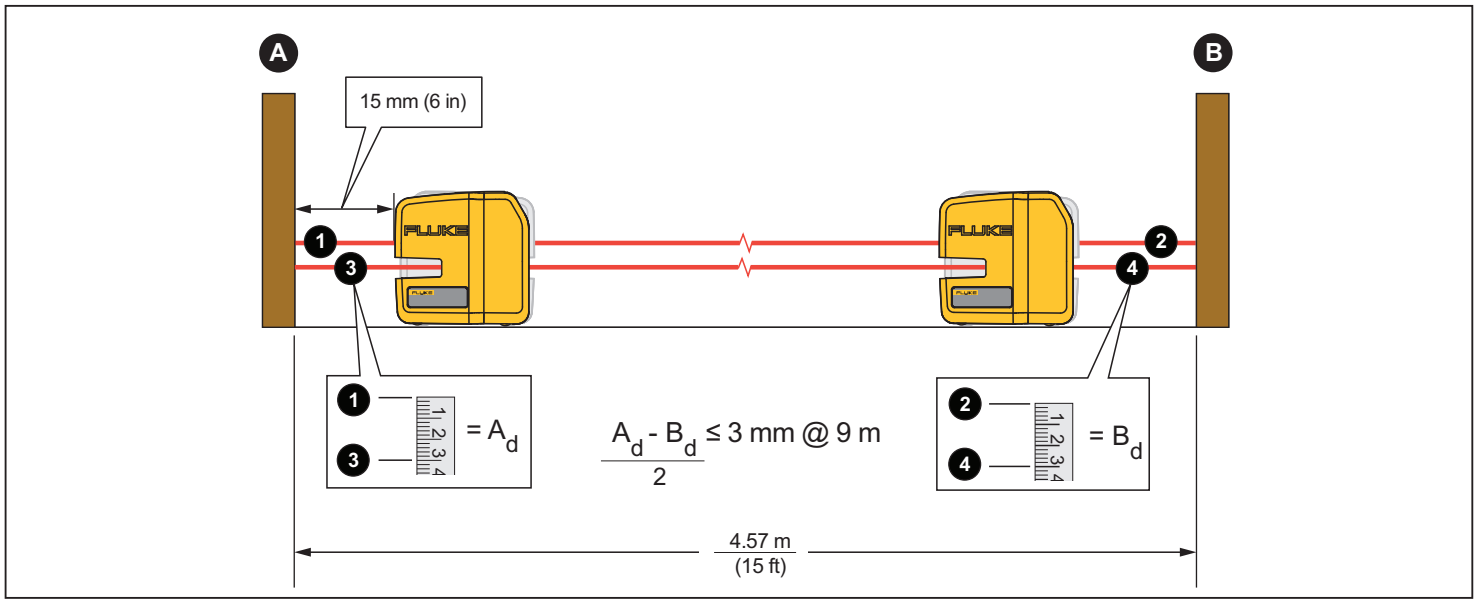

Figure 5. Horizontal Laser Accuracy
1. Find a horizontal site that is almost level, preferably a concrete slab, that is ≥7.62 m (25 ft) wide with two opposing walls to use as targets. You can also use scrap wood as targets. See Figure 5.